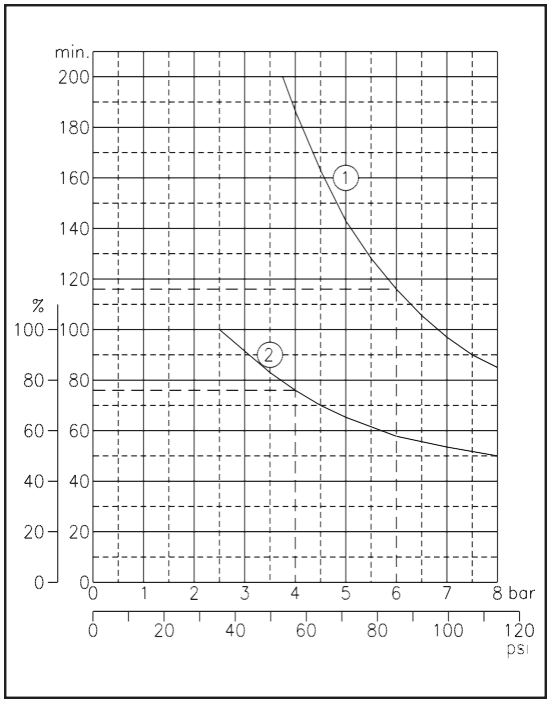

Fig.5
- La curva 1 (fig.5) indica i tempi di funzionamento continuo, alle varie pressioni, prima che il relé termico del motore arresti il compressore (Temperatura del motore 115° C. circa). Questi tempi sono calcolati partendo da una temperatura di 20° C al momento dell' avviamento. Esempio: